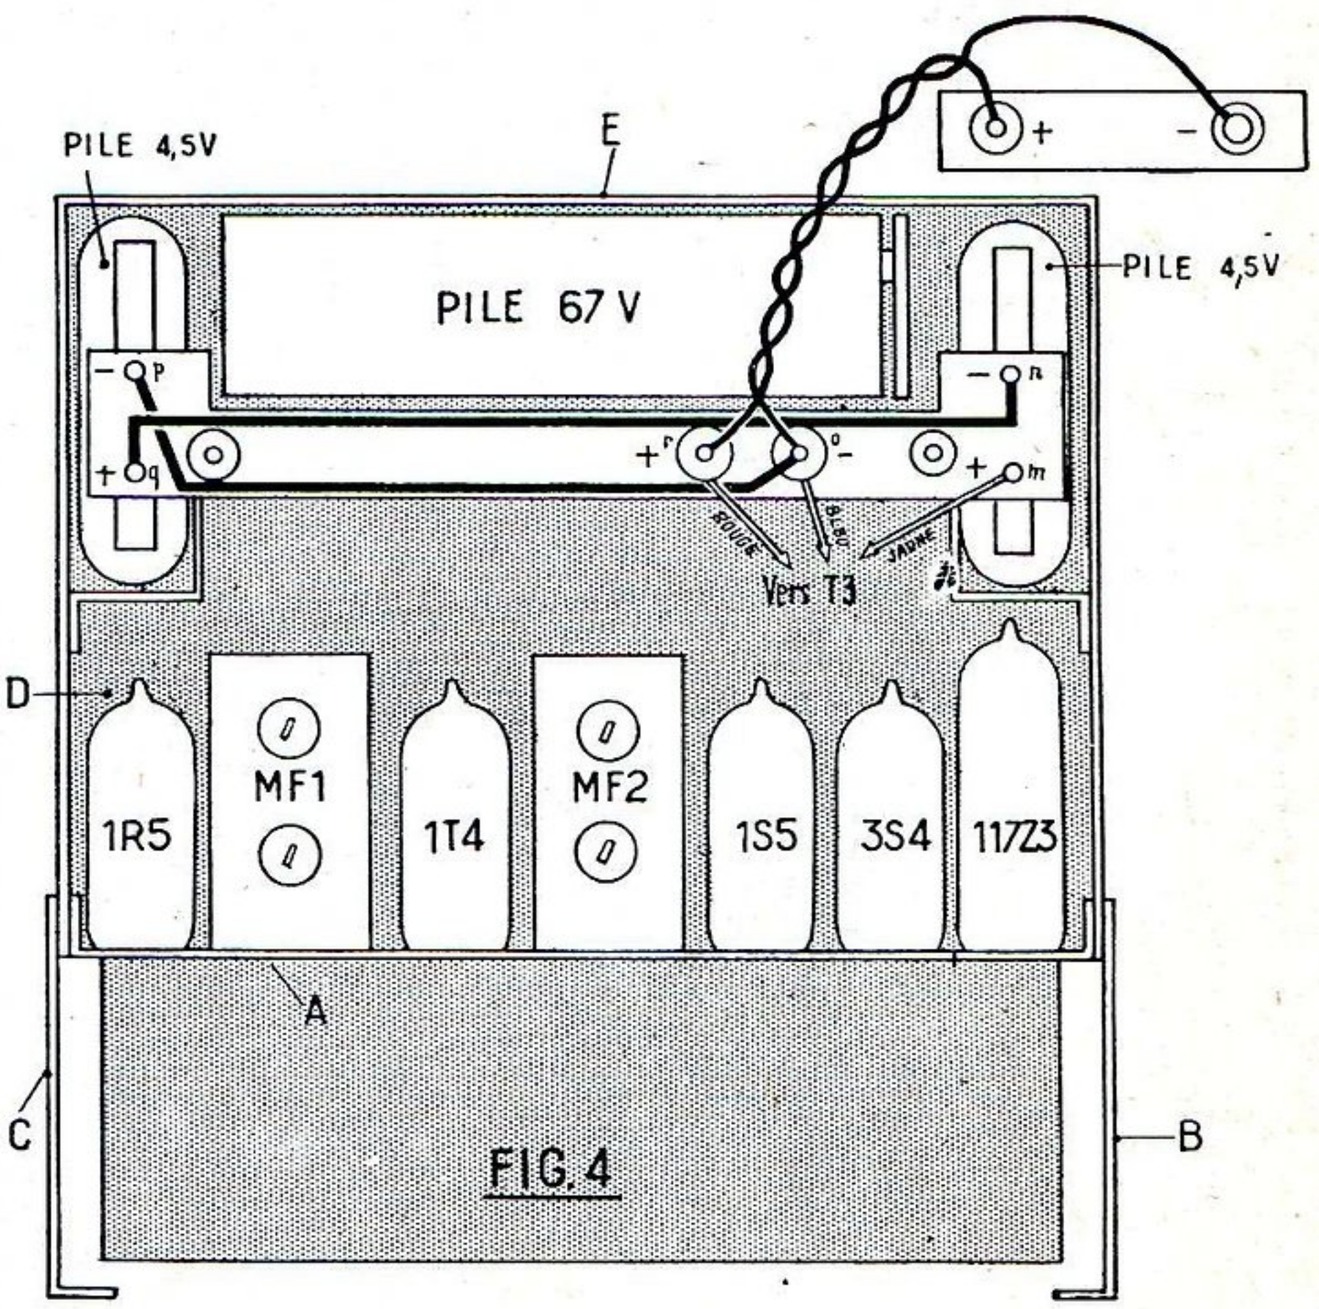

FIG.4
Afin de donner à l'ensemble des dimensions aussi réduites que possible et de pouvoir loger les piles d'alimentation on a été amené à concevoir un châssis de forme spéciale. Ce châssis est formé de cinq parties que nous indiquons sur la figure 4. 1° Une plaque (A) qui supportera notamment les lampes et les transformateurs MF ; 2° Deux côtés (B et C) ; 3° Une face avant (D) ; 4° Une pièce de tôle pliée en forme d'U (E), dont les deux montants prolongent les côtés B et C et dont la partie centrale ferme le haut du poste. Ces parties sont assemblées par des boulons et des écrous, mais avant de procéder à cet assemblage il faut, pour la commodité du montage, y fixer certaines pièces.
Pour le branchement des piles on utilise une petite plaquette de bakélite qui supporte les plots servant de contact avec les piles de 4 V destinées à l'alimentation des filaments des lampes. Vous pouvez voir cette plaquette sur la figure 4. Avec du fil de câblage, on relie le plot *n* au plot *q*. De la même façon, on relie le plot *p* à la cosse *o*. Cette plaquette est reliée au reste du passe le cordon par le trou T3. A l'intérieur du châssis, on soude sur le fil jaune une résistance de 30 Ω. L'autre fil de cette résistance est soudée sur la paillette *g* du commutateur « pile-secteur ». Le fil bleu du cordon est soudé sur la cosse de l'interrupteur qui a déjà été reliée à la paillette *k* du commutateur. Le fil rouge est soudé sur la paillette *d* du commutateur.
Il faut maintenant revoir soigneusement le câblage connexion par connexion, afin de s'assurer qu'aucune erreur n'a été commise. Ensuite on peut mettre les lampes sur leur support et brancher les piles pour procéder aux essais et à la mise au point. On voit sur la figure 4 la position des piles,